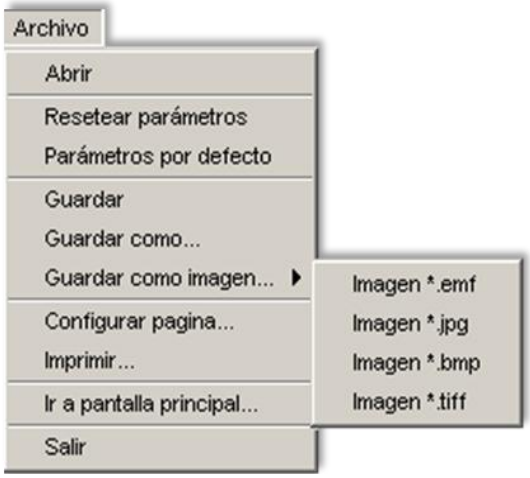

Figura D.44. Despliegue del menú Archivo
- **Menú Archivo.** Consta, como la mayoría de programas, de las funciones propias para el manejo de configuración de datos y del salvado de imágenes (ver Figura D.44). A continuación se comenta cada campo: